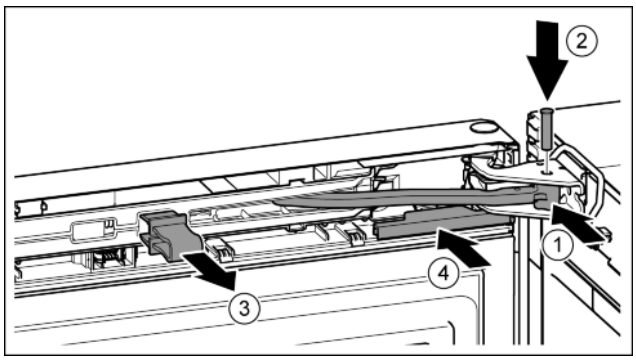

Fig. 21
▶ Turn the hinge in the bearing bracket. *Fig. 21 (1)*
▶ Insert the bolt in the bearing bracket and hinge. Make sure that the catch mechanism is sitting correctly in the groove. *Fig. 21 (2)*
▶ Remove the locking device. *Fig. 21 (3)*
▶ Slide on the cover. *Fig. 21 (4)*